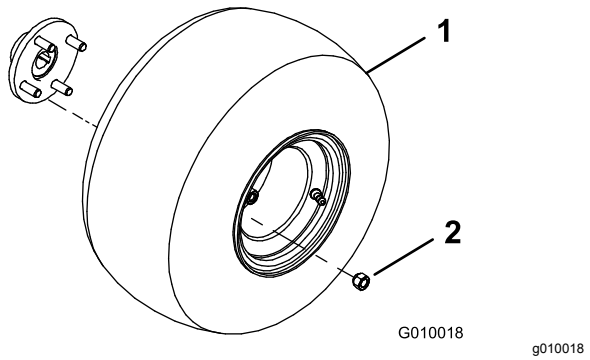

Figur 3
2. Monter en hjulenhed på hvert baghjulsnav (Figur 3).
3. Monter hjulmøtrikkerne (Figur 3), og spænd dem til 61 til 75 Nm.